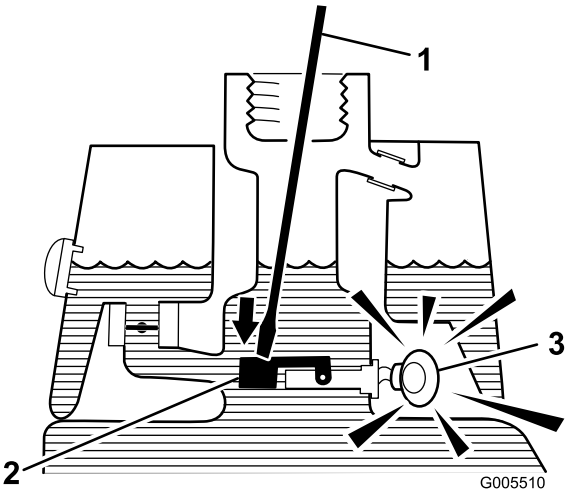

Figur 31
3. För in en ren pinne eller skruvmejsel i tankröret och tryck försiktigt nedåt på flottörströmbrytaren (Figur 31). Larmet ska ljuda efter tidsfördröjningen på en sekund.